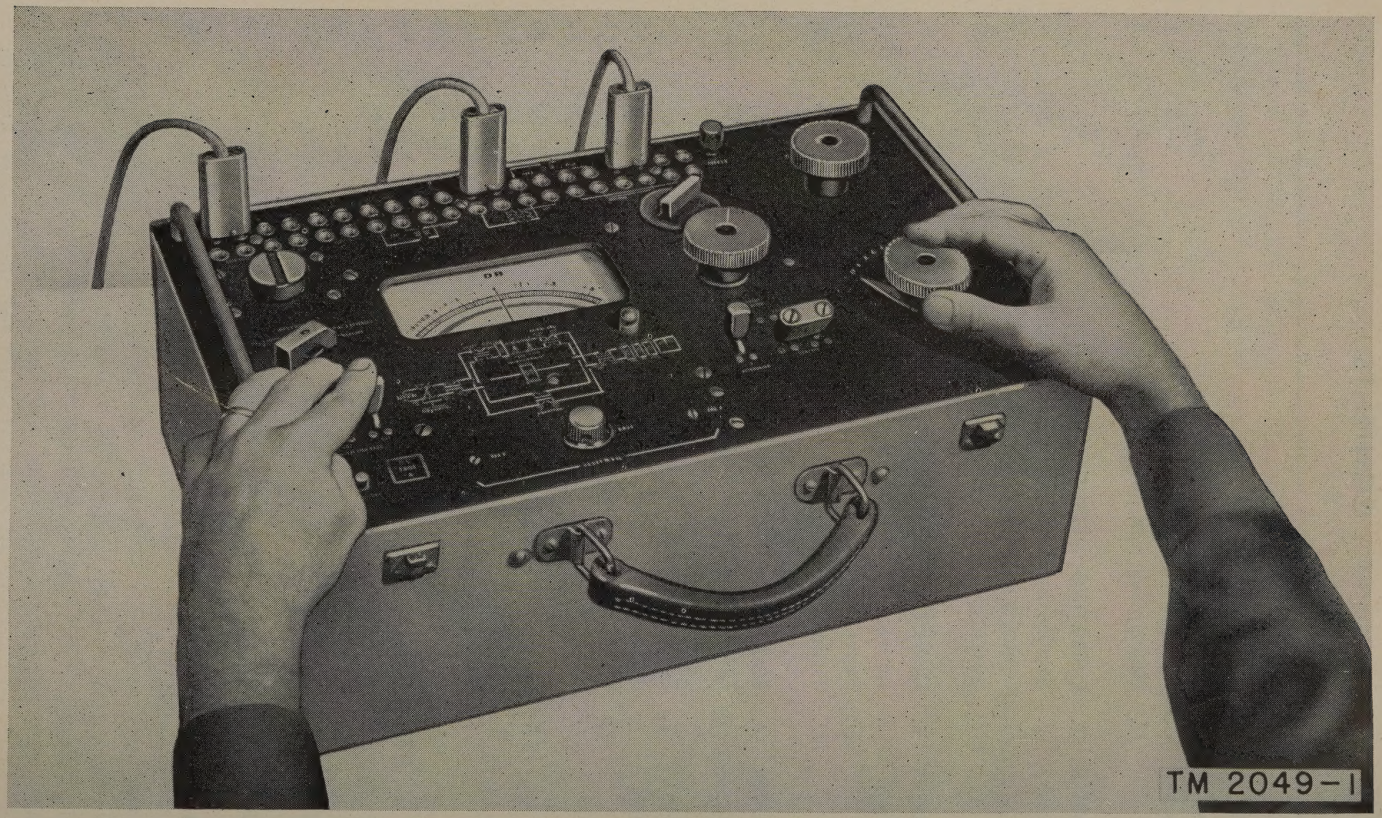

Figure 1. Transmission Measuring Set TS-569/FT.
a. Transmission Measuring Set TS–569/FT (WECo 30A) (fig. 1) is used in making measurements over carrier telephone and carrier telegraph equipment, such as J-, K-, or C-type carrier. The set consists essentially of a thermocouple, a meter, attenuators, keys, and jacks arranged to facilitate the various types of tests for which the set was designed, and to provide a means for calibrating the measuring elements of the set. The transmission measuring set operates in the 35- to 150,000-cy (cycle) frequency range. The following measurements may be made on 135- and 600-ohm circuits:
(1) Gain measurements.
(2) Power or straightaway measurements.
(3) Loss measurements.
(4) Line loss measurements.